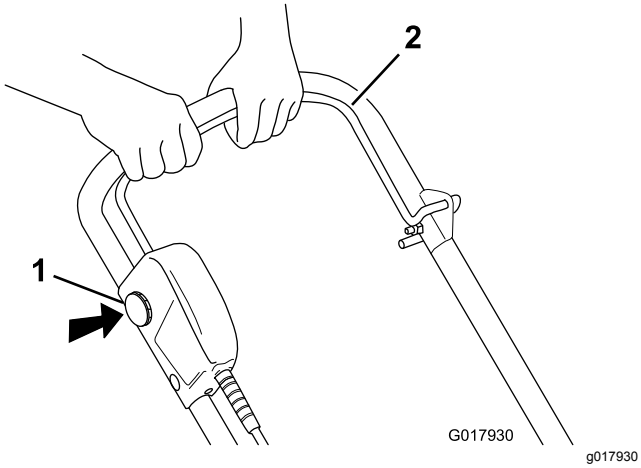

**Figure 10**
1. Pour démarrer le moteur, insérez le bouton de sécurité (clé) et appuyez de manière prolongée dessus, puis serrez la barre de commande contre le guidon (Figure 10).